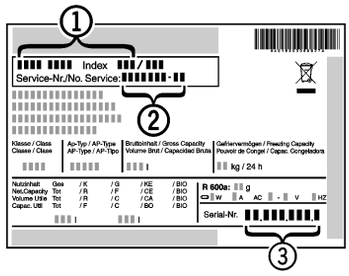

*Fig. 37*
▶ Apparaataanduiding *Fig. 37 (1)*, service-nr. *Fig. 37 (2)* en serie-nr. *Fig. 37 (3)* van het typeplaatje aflezen. Het typeplaatje bevindt zich aan de linkerkant binnen in het apparaat.
▶ Contact opnemen met de Technische Dienst en het probleem, apparaataanduiding *Fig. 37 (1)*, service-nr. *Fig. 37 (2)* en serie-nr. *Fig. 37 (3)* mededelen.